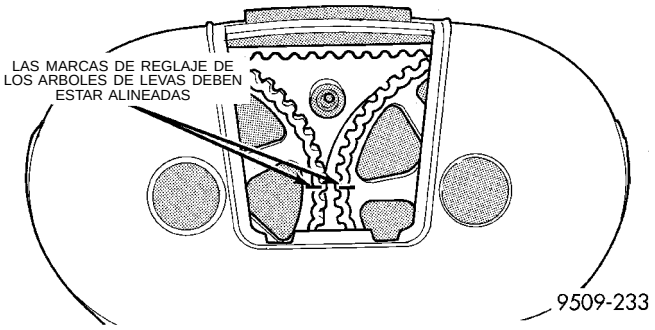

Fig. 42 Verificación del reglaje del árbol de levas
(4) Verifique las marcas de reglaje de las ruedas dentadas de los árboles de levas. Las marcas deberán estar en línea con la flecha de la tapa trasera de la correa (Fig. 42).